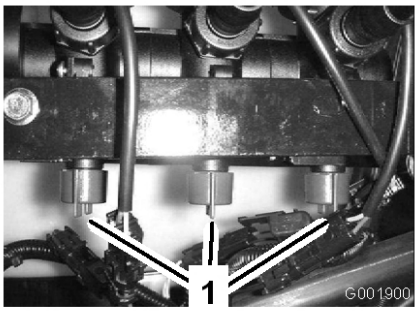

Figur 21
10. Justera sprutrampens överströmningsventil (Figur 21) under rampreglerventilen för den ramp du stängde av, tills trycket enligt tryckmätaren är detsamma som i steg 7.